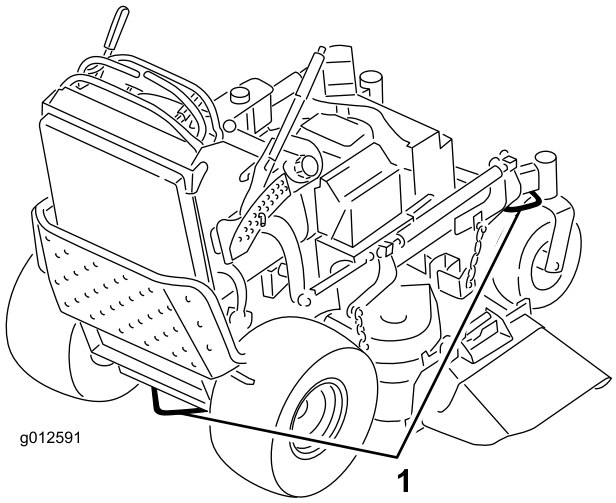

Figure 25
6. Servez-vous des points d'attache en métal de la machine pour arrimer solidement la machine sur la remorque ou le véhicule utilitaire avec des sangles, des chaînes, des câbles ou des cordes (Figure 25).